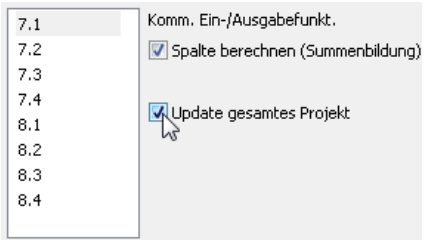

Bild 16.35 – Aktualisierung der Listeneinstellungen im gesamten Projekt
- Im Hauptabschnitt *Automatische Berechnung GA-Liste* (s. S. 101) können Sie geänderte Einstellungen ändern auf das gesamte Projekt übertragen (Abb. 16.35).